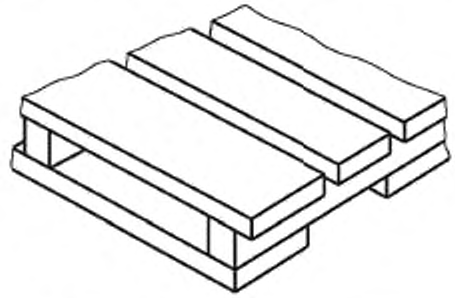

Рисунок 40 — Горизонтальная кромка
6.2.2 **горизонтальная кромка:** Горизонтальная часть верхнего настила, выступающая за продольные брусья поддона или шашки, предназначенная для фиксации (удержания) груза (например, с помощью термоусадочного материала или растягивающейся пленки), не предназначенная для подъема груза (см. рисунок 40).